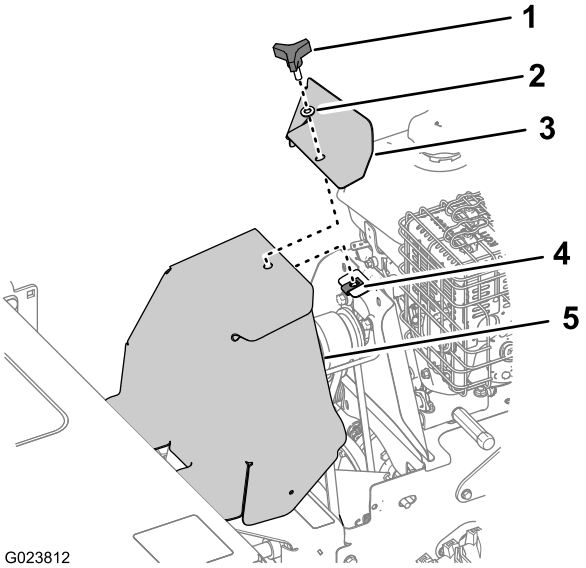

Figure 38
1. Enlevez le bouton et la rondelle qui fixent le capot moteur et le couvercle de courroie sur la machine (Figure 38).
3. Alignez le couvercle de la courroie et le capot moteur sur la machine et l'écrou d'ancrage (Figure 38).
4. Fixez le couvercle de la courroie et le capot moteur à la machine avec le bouton et la rondelle (Figure 38).